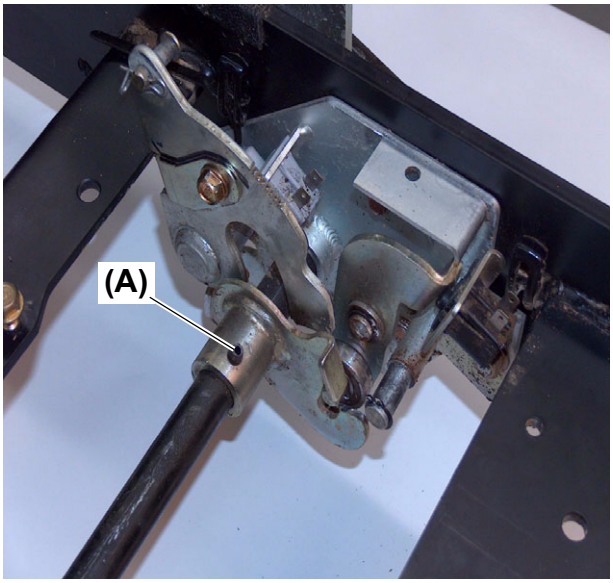

Fig. 3
6. Remove the roll pin **(Fig. 3, (A))** from the cruise release arm using a punch and hammer.